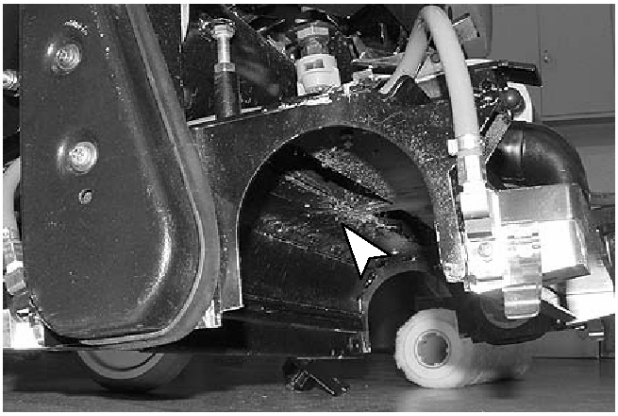

図31
2. スクラブヘッド下側にたまったごみを取り除きます。（図31）